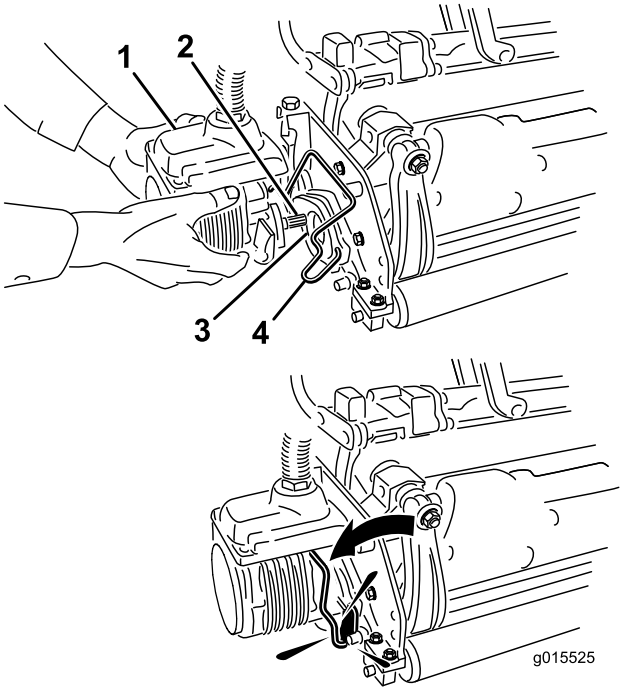

Figur 35
6. Kom rent smørefedt på notakslen på klippeenhedens motor (Figur 35).
7. Sæt motoren ind i klippeenhedens venstre side (set fra førersædet) og træk motorens holdestang på klippeenheden i motorens retning, indtil du hører et "klik" fra begge sider af motoren (Figur 35).